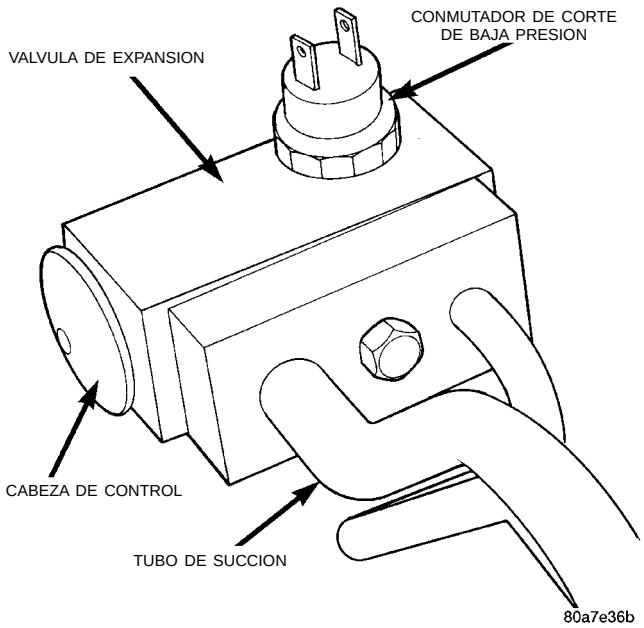

Fig. 37 Conmutador de corte de baja presión y válvula de expansión – Característicos
(1) Desconecte el conector de cables del tipo cubierta en el conmutador de corte.
(2) Retire el conmutador de la válvula de expansión utilizando un casquillo de acoplo del tipo para desmontaje del conjunto de transmisor (Fig. 37).